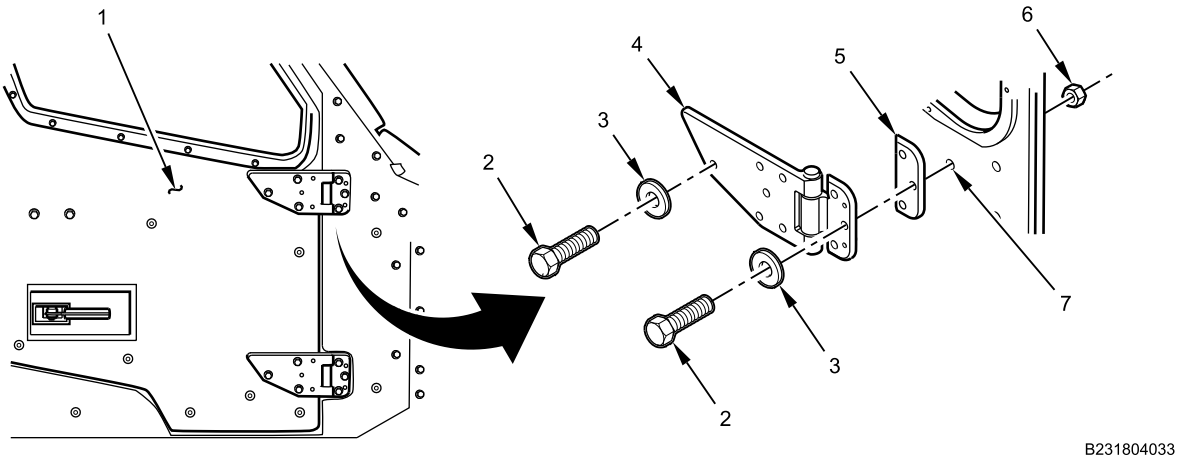

Figure 3. Upper and Lower Door Hinge Removal.
3. Remove six hinge mounting bolts (Figure 3, Item 2), washers, (Figure 3, Item 3), nuts (Figure 3, Item 7) and spacer plate (Figure 3, Item 5) from door hinge (Figure 3, Item 4) and door (Figure 3, Item 6).
4. With lifting device and assistant, slowly lift and remove cabin door (Figure 3, Item 1) from vehicle.